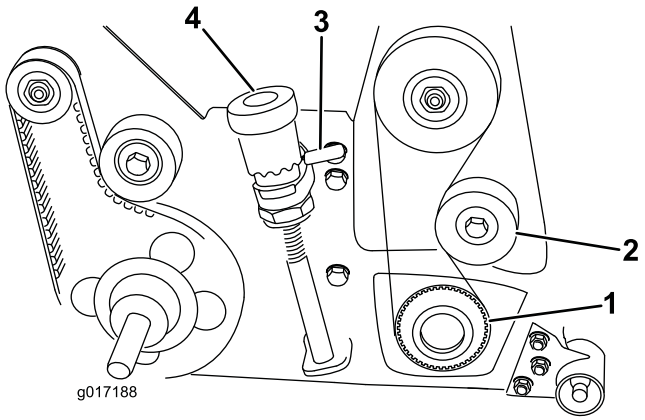

Figur 11
26. Monter drivremskiven på spoleakselen med en 1/2 tommes sperrehake og forlengelse for drev (Figur 11). Bruk en treblokk for å hindre at spolen roterer. Stram remskiven til et moment på mellom 54 og 81 Nm.
29. Kontroller trimmermonteringen. Drei begge hurtig-opp-hendlene for å heve trimmerspolen til transportstilling (Figur 11). Korriger eventuelle problemer og kontroller monteringen på nytt.